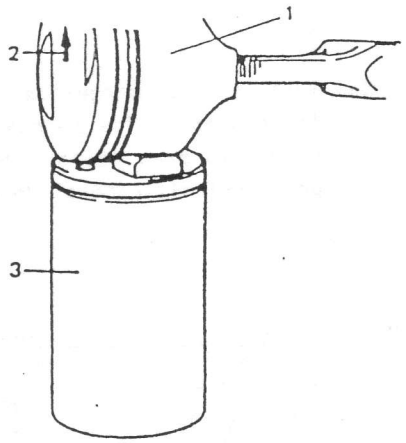
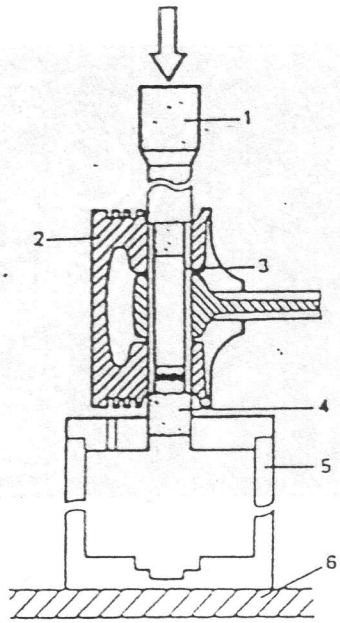

Fig. 3-4-36
Fig. 3-4-37
b) Desmonte los clips de fijación del bulón y extraiga éste apoyando el pistón sobre las herramientas especiales (Fig. 3-4-36) y (Fig. 3-4-37).